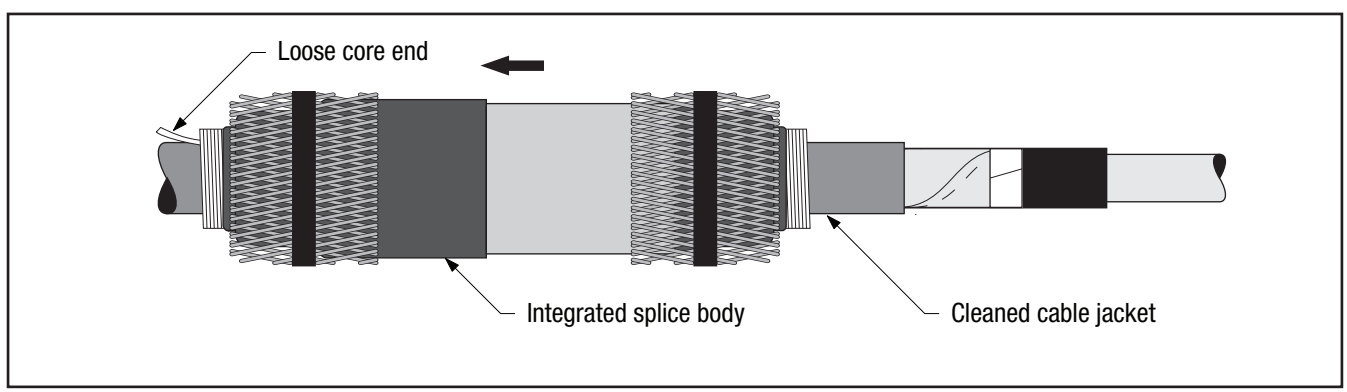

Figure 3
2.5 Slide integrated splice body onto clean cable jacket *(Figure 3).*